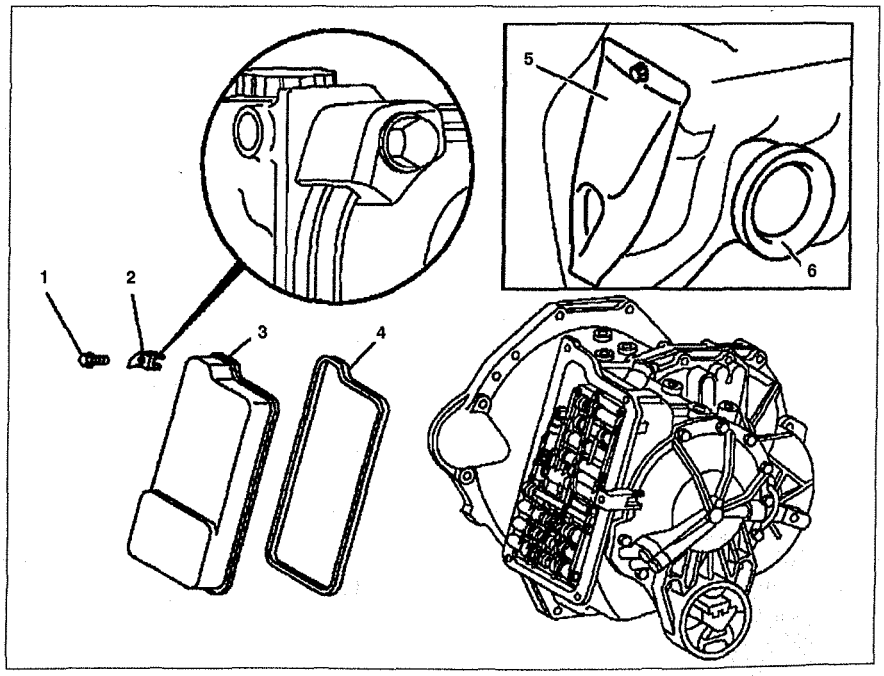

Рис. 6.55. Поддон АКПП (автомобили с двигателями 111, 601.970, 611.980):
2. Снимите крышку **5** с бачка стеклоомывателей (только на двигателях 111 и 601) (см.рис.6.55).